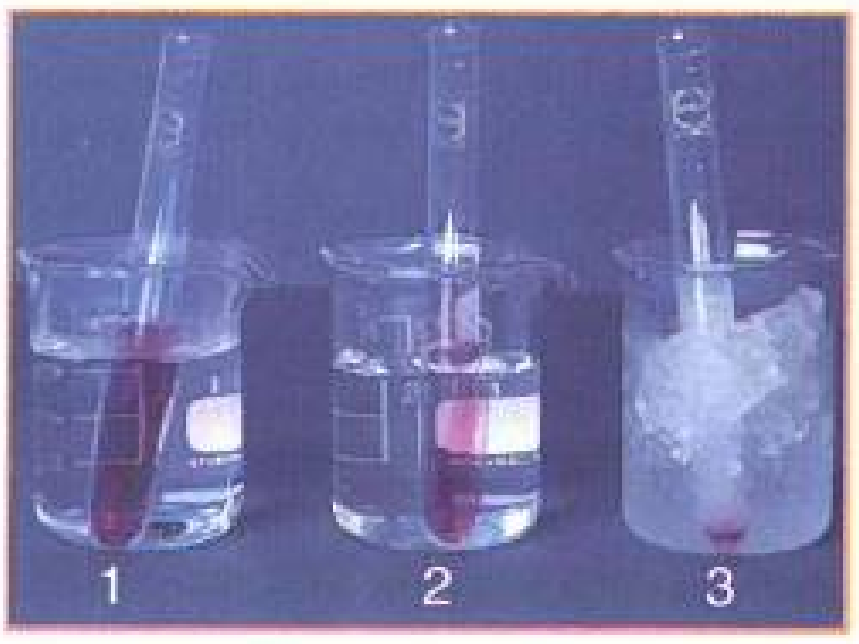

Figure 3.2
- Dip the third test tube into a beaker containing ice-water (Fig. 3.2).
In the third tube, almost no change is observed (Fig. 3.2).